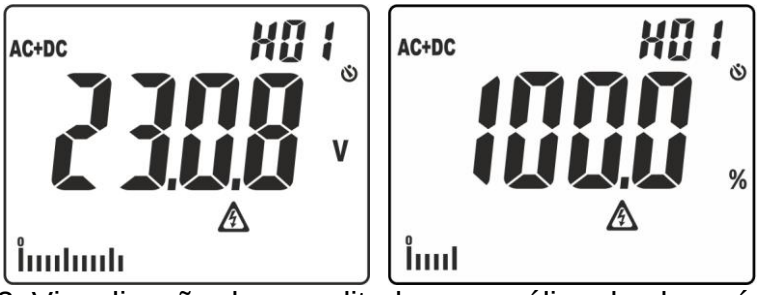

Fig. 3: Visualização das amplitudes na análise dos harmónicos
- Pressão simples do botão para a visualização das amplitudes dos harmónicos de tensão e corrente até à 25° ordem (**Hdc, H01… H25**) no formato absoluto ou em percentagem em relação às fundamentais dos sinais na entrada (para valores de tensão VCA >0.5V e corrente CA > 0.5A e frequência compreendida entre 42.5Hz ÷ 69Hz) e o valor em percentagem do parâmetro **THD%** (consultar o § 9.4) como se mostra na Fig. 3. Usar os botões ▲ e ▼/ para aumentar/diminuir a ordem do harmónico